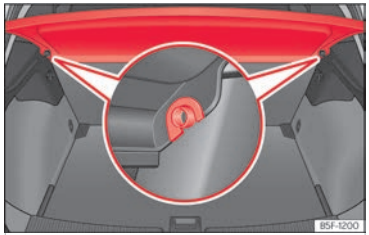

Fig. 188 En el maletero: desmontar y montar la bandeja.
- Desencaje la bandeja de los soportes laterales ››› fig. 188 tirando de ella hacia arriba y extraiga la bandeja.
- Introduzca la bandeja horizontalmente haciendo coincidir la "herradura" sobre el eje de los soportes ››› fig. 188, y presione hacia abajo hasta que encastre.